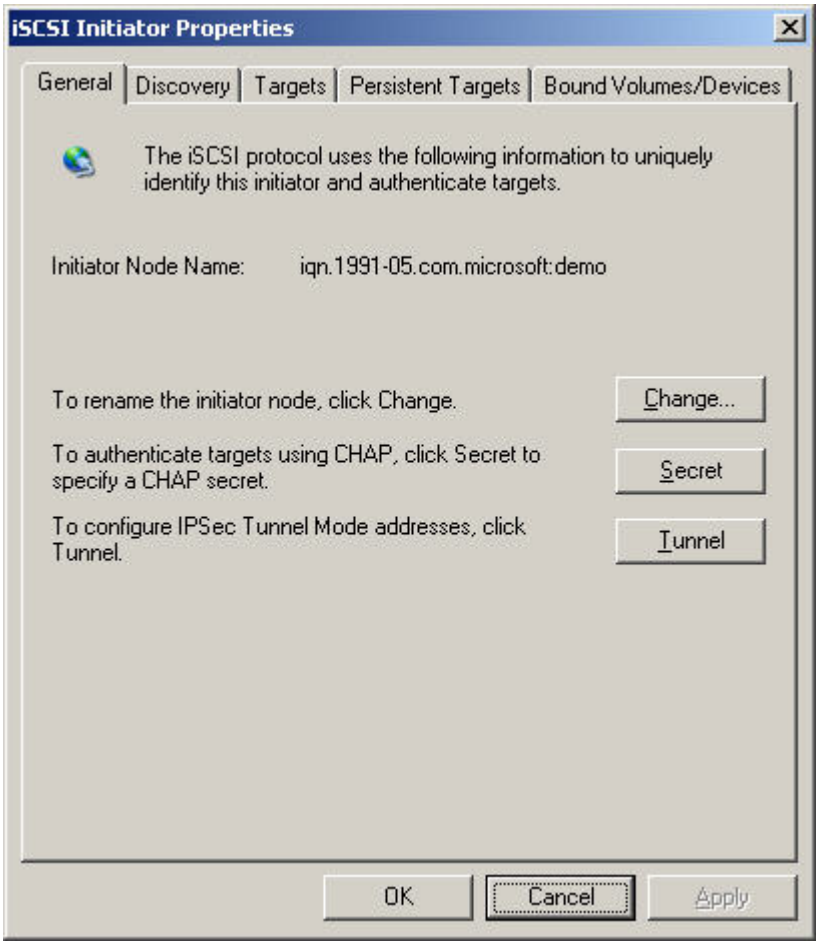

Figure D.1
1. Run Microsoft iSCSI Initiator version 2.0. Please see Figure D.1.